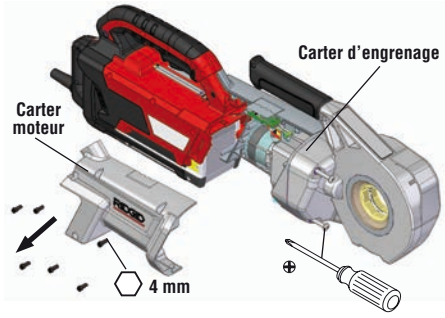

**Figure 2 – Dépose du carter moteur**
2. Retirer toutes les vis du carter moteur. Retirer les deux vis du carter d'engrenages. Retirer le carter moteur. *Voir la Figure 2.*